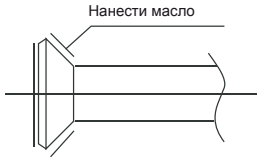

Рис. 7-1
2. Нанести на поверхность раструбов и затяжных гаек смазку. Провернуть гайку вручную на 3–4 оборота перед тем, как плотно затянуть ее с помощью инструментов (см. рис. 7-1).